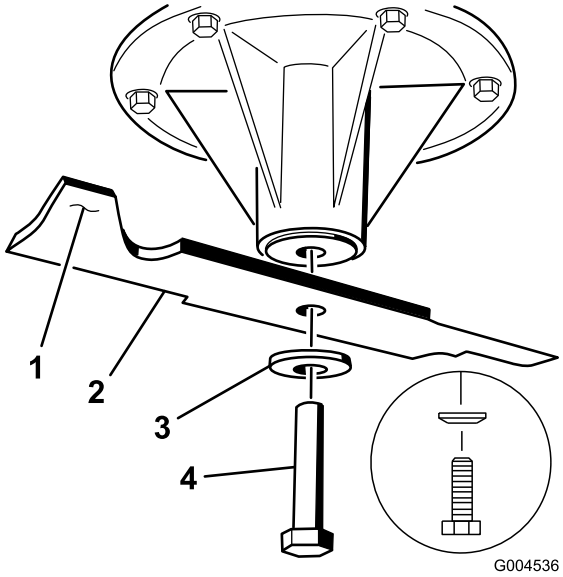

Figur 92
2. Fjern knivbolten, bueskiven og kniven fra spindelakselen (Figur 92).